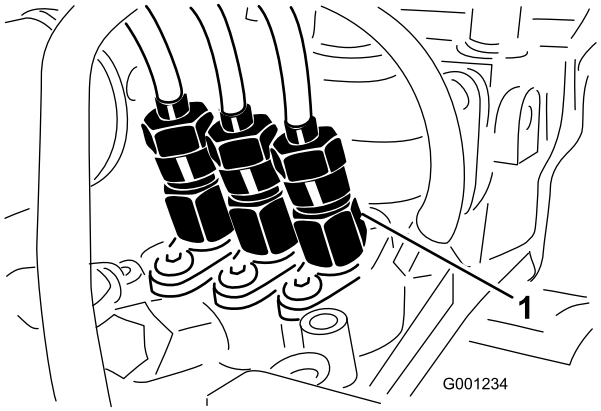

**Figuur 52**
1. Draai de leidingconnector naar verstuiver nr. 1 en de houder op de injectiepomp los (Figuur 52).